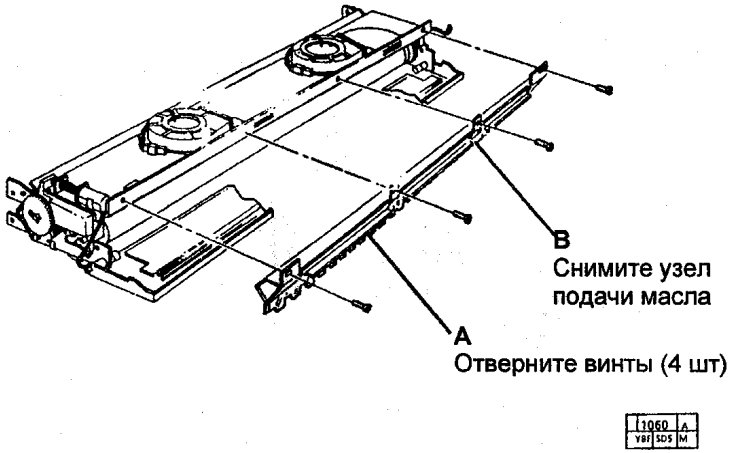

Рис. 1 Снятие узла подачи масла
4. (РИС. 1): СНИМИТЕ УЗЕЛ ПОДАЧИ МАСЛА.